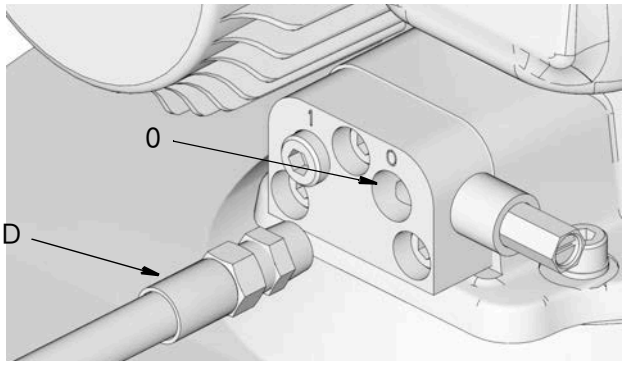

图 73: 润滑剂输出接头
6. 连接定时器 / 控制器 (F)（用户提供，若使用）。
7. 将高压润滑剂供应管路 (D) 连接到排气阀或歧管的润滑剂输出接头 (0) 上（图 73）。